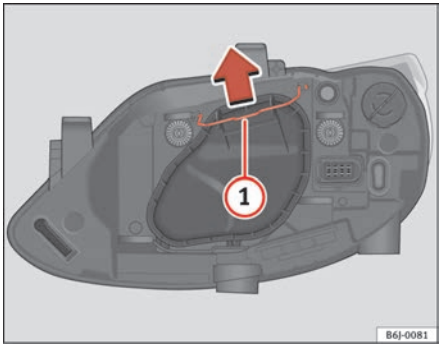

Fig. 151 Dipped beam / main beam, single light
– Remove the loop ⇒ page 222, fig. 151 (1) in the direction of the arrow and remove the cover.
– Move the loop ⇒ page 222, fig. 151 (1) in the direction of the arrow and remove the cover.